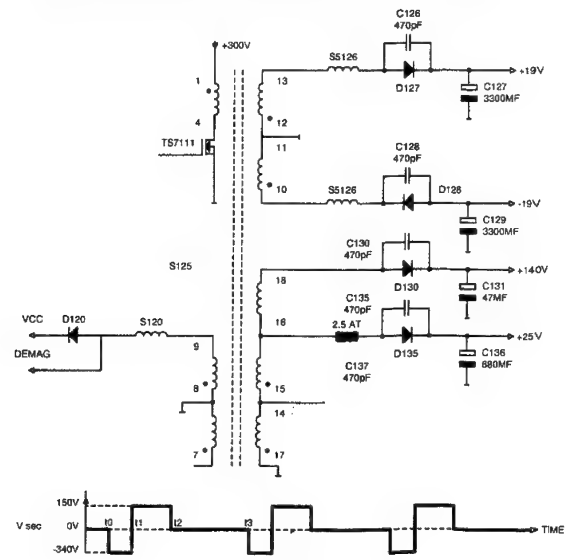

**Abb. 8.2**
**Impulse auf FFS Transformator T5125** (Abb. 8.2)